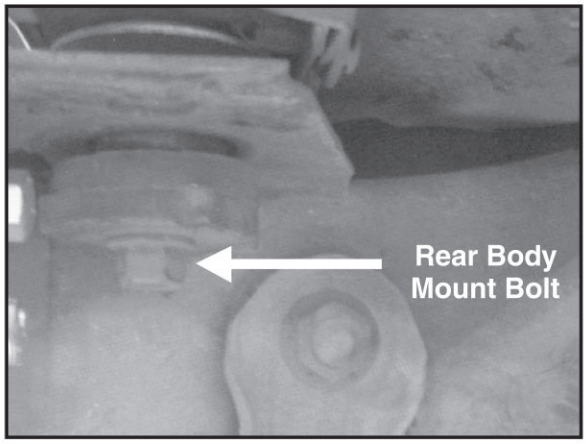

Figure 1
1. Remove factory bumper and rear body mount on both sides (Figure 1).